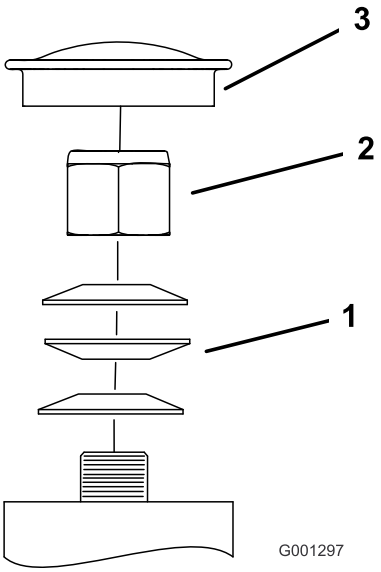

Figur 60
3. Fjern støvhætten fra styrehjulet, og spænd låsemøtrikken (Figur 60).
4. Spænd låsemøtrikken, indtil fjederskiverne er flade, og skru derefter 1/4 omgang ud for at indstille forspændingen på lejerne korrekt (Figur 60).
Vigtigt: Sørg for, at fjederskiverne monteres korrekt som vist i Figur 60.
5. Monter støvdækslet (Figur 60).